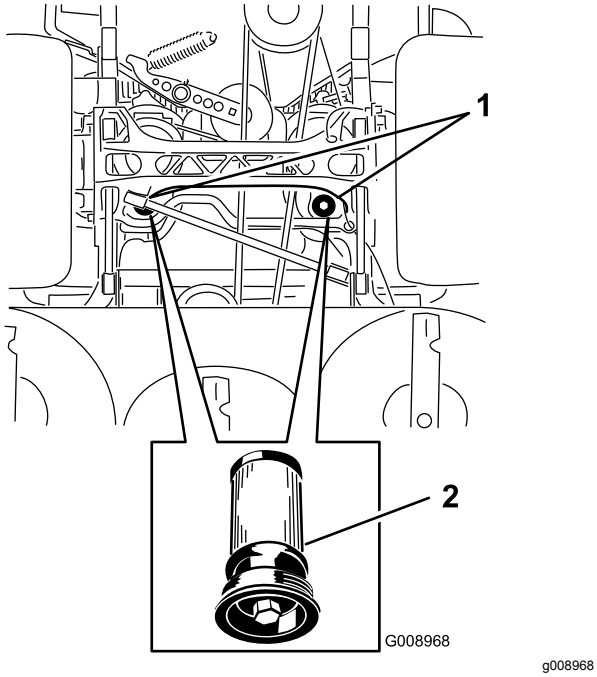

Figura 94
5. Coloque un recipiente debajo del filtro, retire el filtro usado y limpie la superficie (Figura 94).
6. Aplique una capa fina de fluido hidráulico a la junta de goma del filtro nuevo (Figura 94).